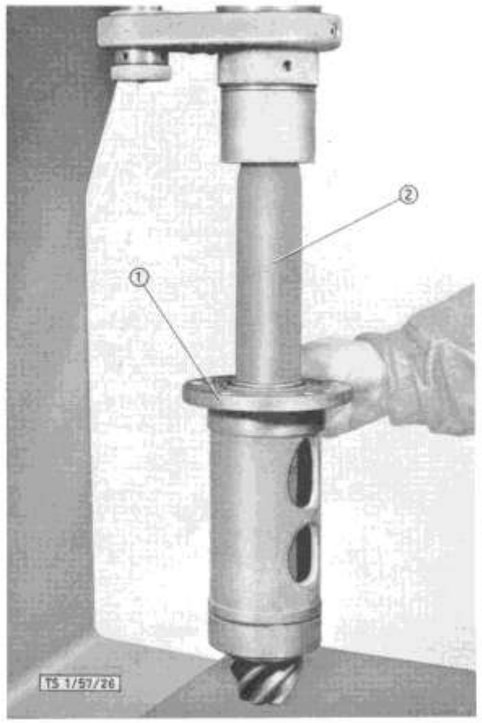

Bild 135: **Einstellen der Vorspannung des Kegelritzellagers**
c) Nun die Vorspannung der Kegelrollenlager überprüfen. Hauptsächlich dann, wenn irgendein Teil erneuert worden ist. Dazu die montierte Lagerbüchse (135/1) unter eine Presse stellen und über eine Hülse (135/2) vorsichtig einen Druck auf die Kegelrollenlager, unter dauerndem Drehen der Lagerbüchse (135/1), ausüben (Bild 135). Man steigere dabei allmählich den Druck und wechsle nach Bedarf die Einstellscheiben (137/9), bis bei 6 t Druck die Lagerbüchse sich mit einem Moment von 0,6 mkg durchdrehen läßt. Nach dem Einstellen der Vorspannung eine Hilfshülse (136/1) aufschieben und provisorisch mit Kronenmutter festziehen.